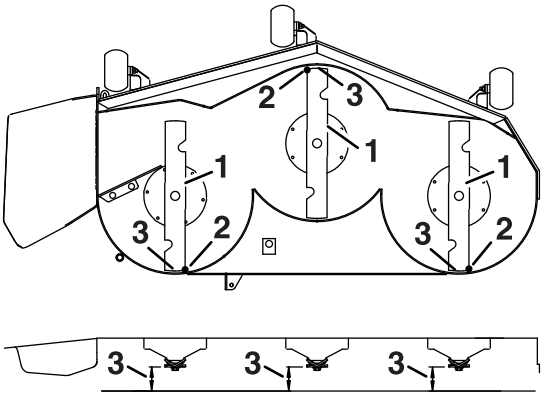

Figura 72
4. Rotii cu atenie lamele astfel încât să fie orientate din faă spre spate (Figura 72).
5. Măsurai între vârful lamei din faă i suprafaa plană i între vârful lamei din spate i suprafaa plană (Figura 72).